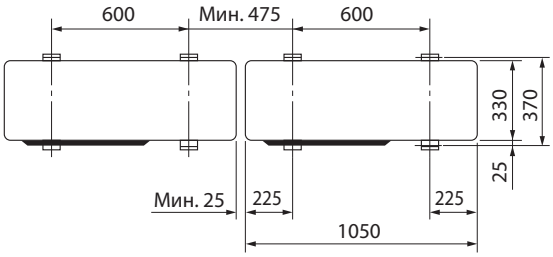

Рис. 2
A. Обязательно устанавливайте устройство на прочную ровную поверхность, чтобы избежать дребезжания во время работы. (Смотрите Рис. 2)